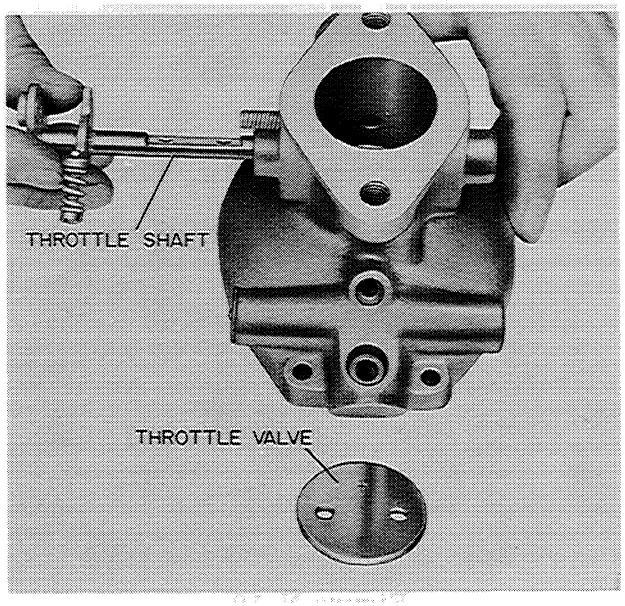

Figure N-17
9. The throttle shaft can then easily be removed and inspected for wear, Figure N-17.